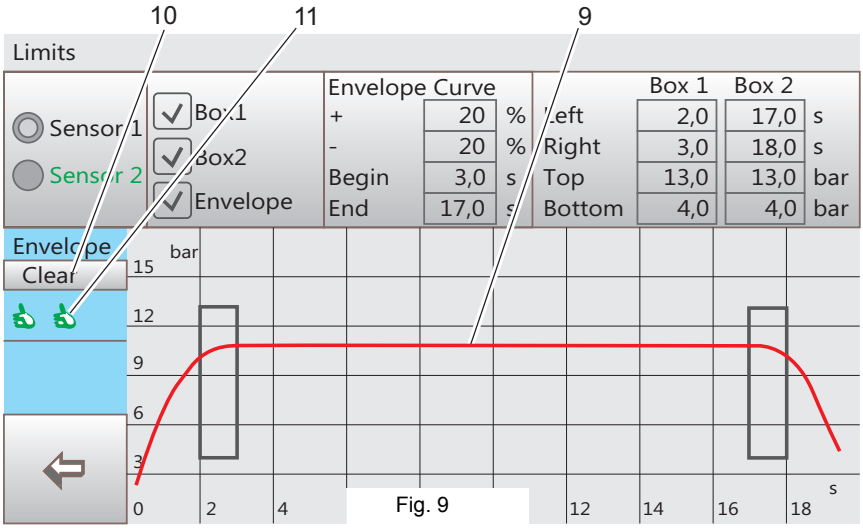

Fig. 9
- *Envelope* (7)[1], the dialog field Envelope (8) is displayed[2]. If an envelope has been saved, a new envelope can only be entered when the existing one has been deleted with <*delete*> (see (10) in Fig. 9).
- Enter basic data (10) for the envelope as follows:
- In order for the pressure analysis to be performed without interruption between the pressure build-up and pressure reduction phase (9), the value for *Start* and *End* must be entered according to Boxes 1 and 2. When creating/editing Box 1 and Box 2, the values are transferred automatically. They can be changed if required. In case of an amendment, the envelope curve has to be redefined.